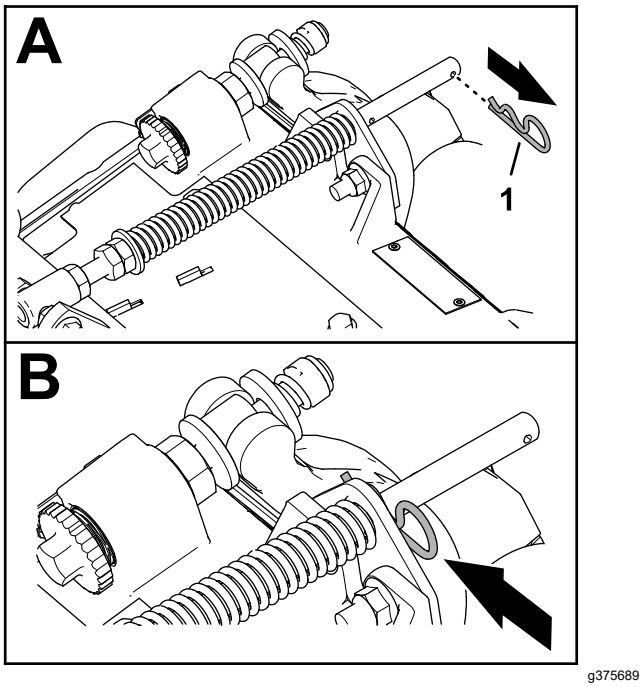

**Figuur 10**
1. Zit de borgpen in de achterste opening van de stang van de compensatieveer, verwijder deze dan en steek ze in de opening naast de beugel (Figuur 10).